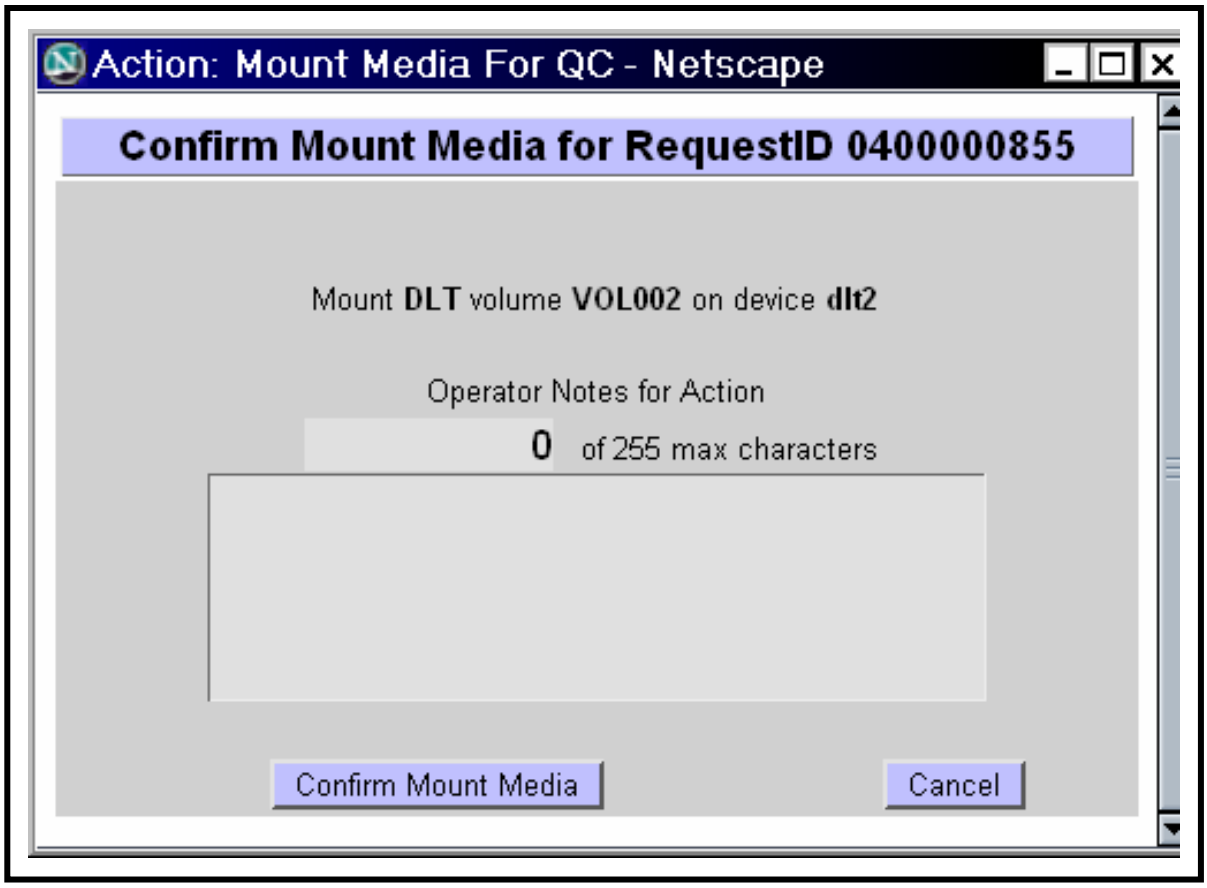

Figure 90. Confirm Mount Media Page
The **Confirm Mount Media** page (Figure 90) provides the full-capability operator with a means of confirming media mounting for the next volume of the request. The full-capability operator has the option of annotating the action.
- A **Confirm Mount Media** dialogue box (Figure 90) is displayed.